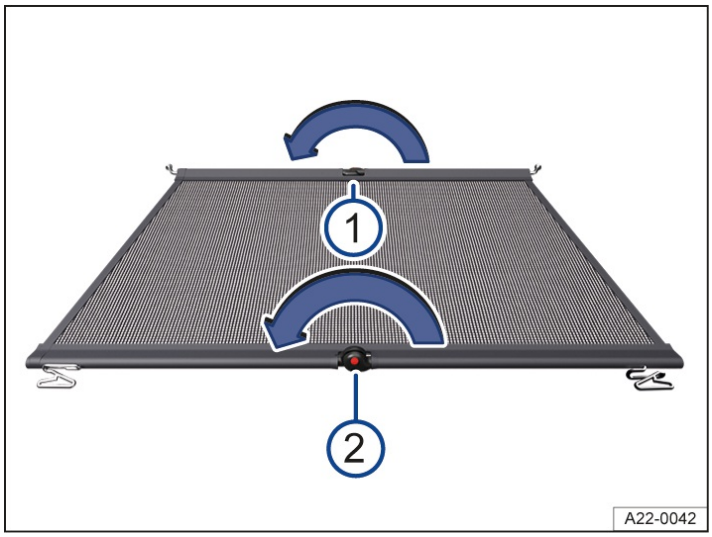

Fig. 2 Folding in the screen separator.
1. Press the release button and, with the release button held down, fold in the crossbar in the direction of the arrow → *fig. 2* (1).
2. Repeat the process with the other release button → *fig. 2* (2).